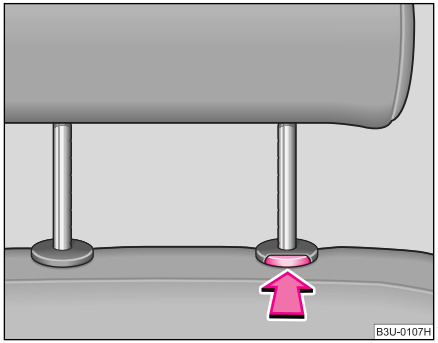

Fig. 48 Scoaterea tetierei
– Apăsați tasta de siguranță în sensul săgeții ⇒ fig. 48 şi scoateți tetiera.